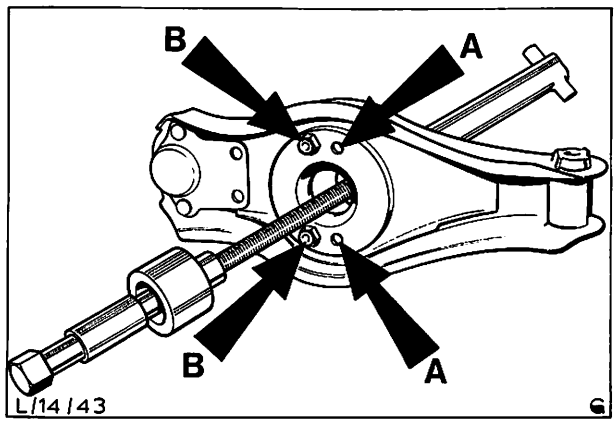

Abb. 38 Werkzeug 14-001-A – Werkzeugteller mit Arretierbohrungen gekennzeichnet
7. Teller des Werkzeugs unter dem unteren Querlenker ansetzen. Zwei der vier Arretierbohrungen im Werkzeugteller sind mit „B" für Granada gekennzeichnet. **Die nicht verwendeten Arretierbohrungen im Teller müssen unbedingt nach innen, d. h. zur Fahrzeugmitte gerichtet sein, und die Stoßdämpferbefestigung muß in die mit „B" markierten Bohrungen eingeführt werden,** Abb. 38. Teller mit den Befestigungsmuttern des Stoßdämpfers locker befestigen. Feder durch Drehen der Werkzeugmutter mit einem Stab oder einem Schlüssel zusammendrücken.